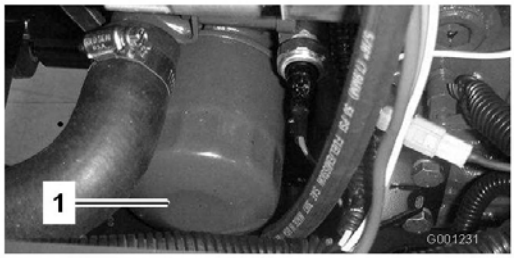

Figur 49
6. Afmonter og udskift oliefilteret (Figur 49).